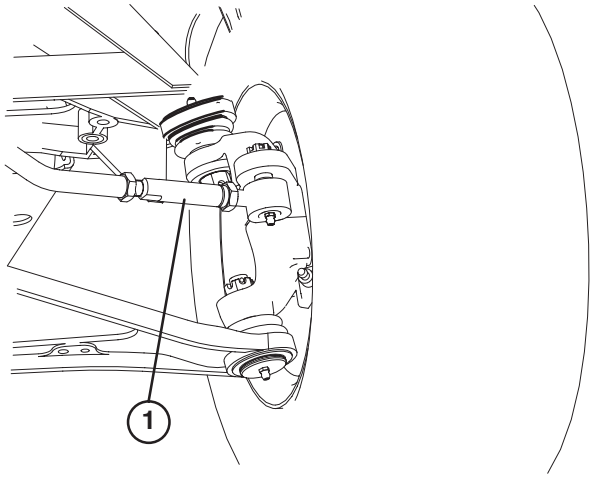

Bild 72
- Lösen Sie am linken Vorderrad die Klemmmuttern an beiden Seiten der Drehschnalle (Bild 72).